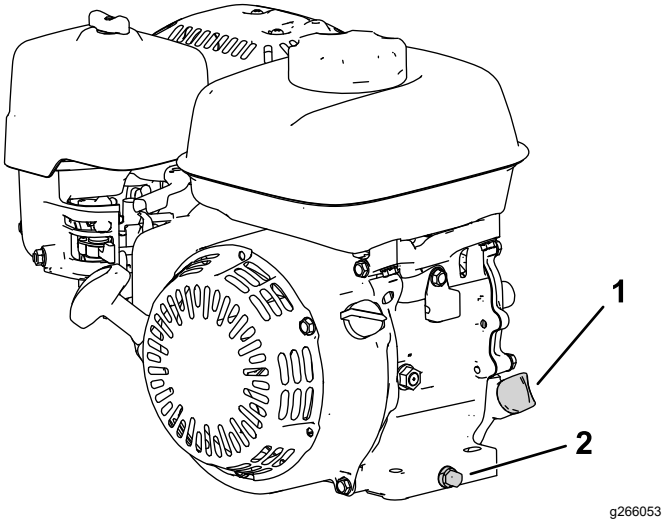

Rysunek 25
2. Ustaw kosiarkę tak, aby silnik był wypoziomowany, i oczyść obszar wokół rury wlewu oleju (Rysunek 25).
3. Wykręć korek spustowy, podkładkę i wskaźnik poziomu (Rysunek 25).